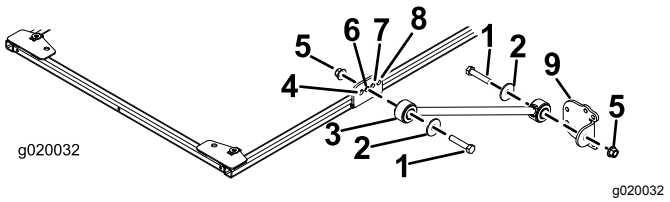

Figuur 31
2. Monteer aan beide zijden van het zonneschermframe losjes een steun in het tweede gat van de steunbeugel. Gebruik een bout (½" x 2½"), een ring (½") en een flensmoer (½") zoals getoond in Figuur 31.
3. Monteer losjes een steunbeugel aan de steunen; gebruik hiervoor een bout (½" x 2½"), een ring (½") en een flensmoer (½"); zie Figuur 31.